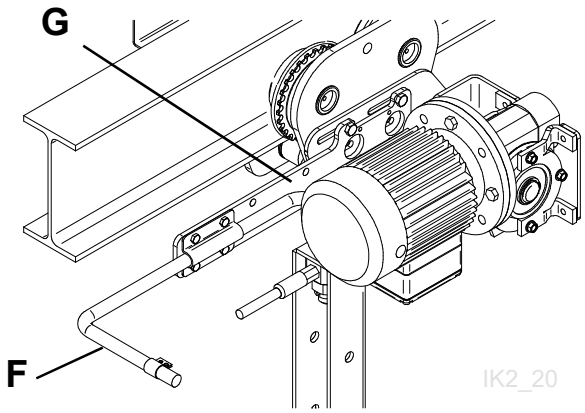

Fig. 16
- Si le rail conducteur est positionné sur le côté opposé du rail, l'arceau peut être fixé au support séparé **G. Voir Fig. 16**